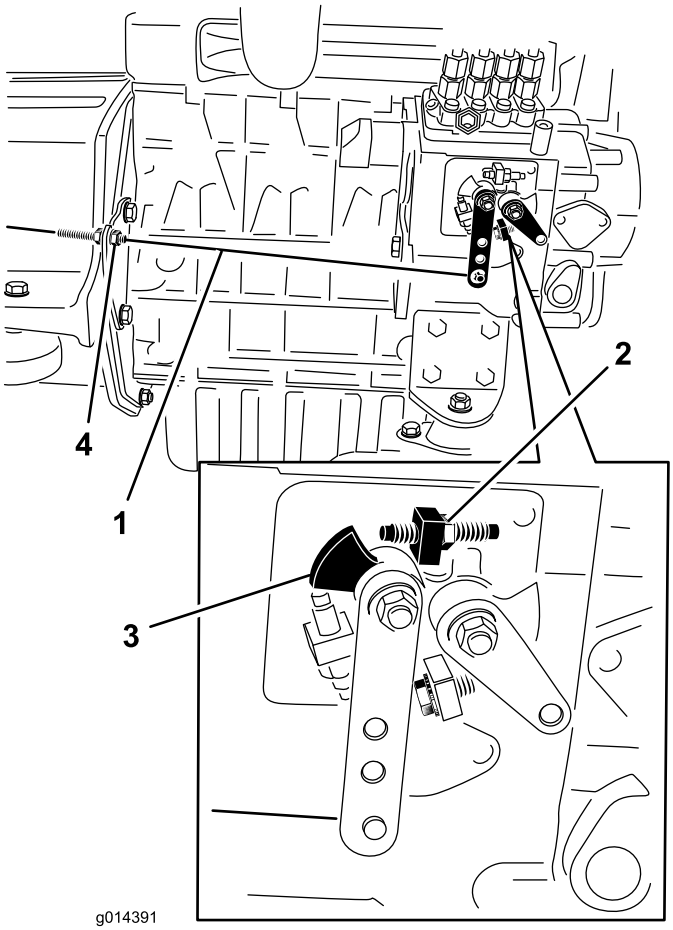

Рисунок 29
2. Проверьте положение рычага регулировки скорости на насосе для впрыска топлива. Когда рычаг дроссельной заслонки находится в положении БЫСТРО (фиксированном), рычаг регулировки скорости должен касаться винта высоких оборотов (Рисунок 29).
3. При необходимости отрегулируйте положение зажимных гаек тросика дроссельной заслонки так, чтобы рычаг регулировки скорости касался винта высоких оборотов, когда рычаг дроссельной заслонки находится в положении БЫСТРО (фиксированном) (Рисунок 29).